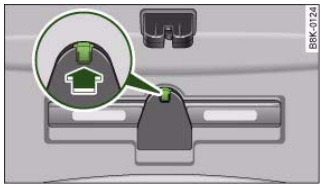

Fig. 234 Warning triangle fitted inside boot lid
– To remove the warning triangle, push the tab in the direction indicated by the arrow ⇒ fig. 234 and pull the retainer down.